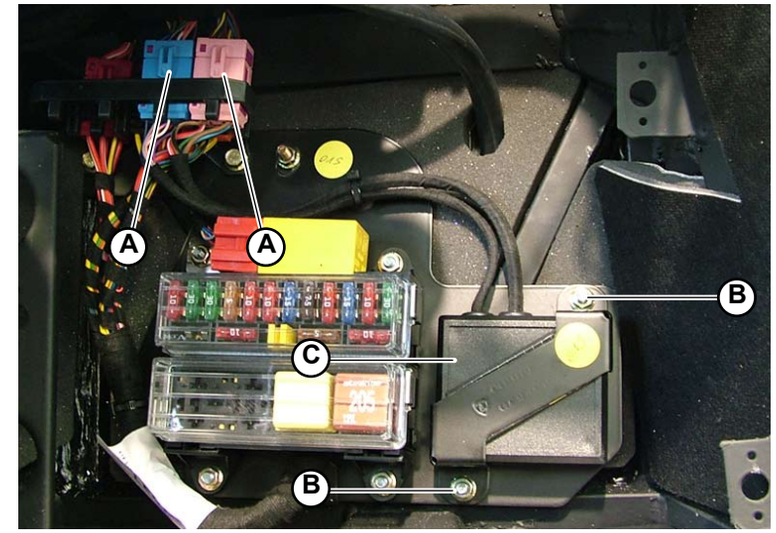

Fig.11a
1. Disconnect the connectors (**A-Fig.11a**).
2. Unscrew the 2 screws (**B-Fig.11a**) securing the control unit (**C-Fig.11a**) to the bracket.